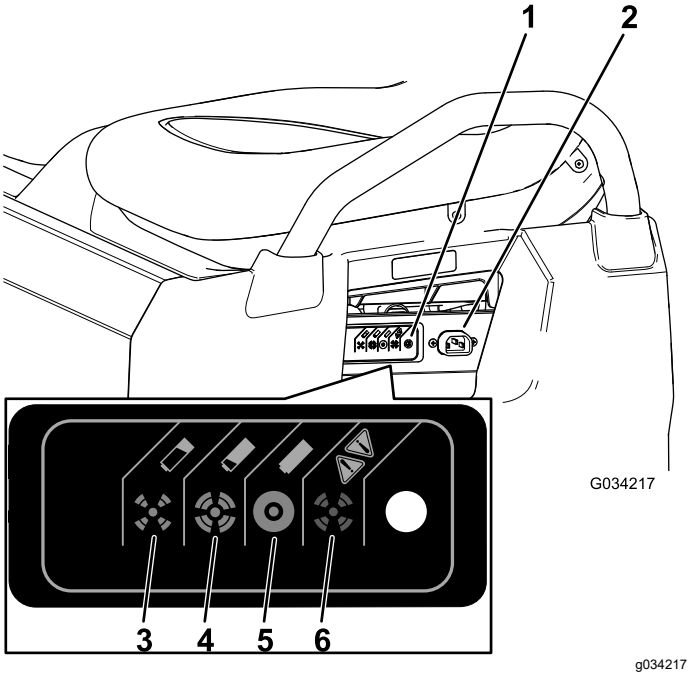

Figur 35
3. Koble en **16 måler (eller større diameter), 2,5 m eller kortere laderledning** til ladeinngangen på maskinen (Figur 35).
Se følgende tabell og Figur 35 for informasjon om betydningene til de ulike fargene til statuslampen for laderen.